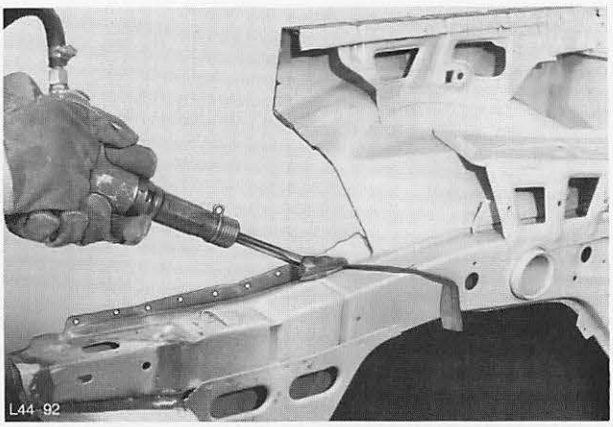

Abb. 88 Blechreste entfernen
3. Blechreste vom Punktflansch entfernen, Abb. 88.